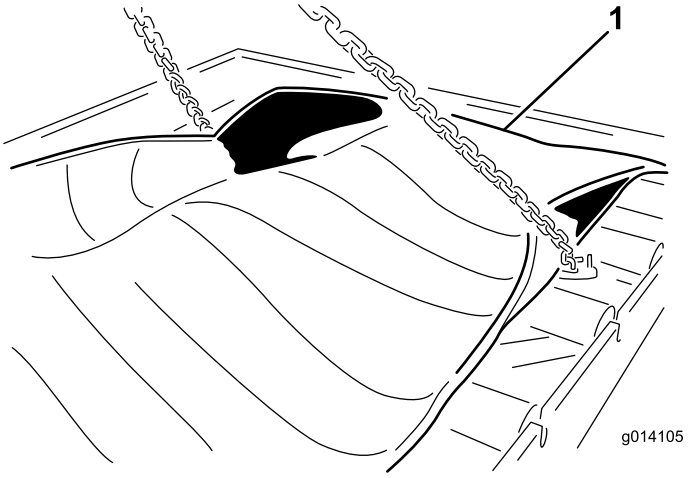

**Figur 48**
23. Avlägsna de (24) bultarna för att frigöra patronen (Figur 48).